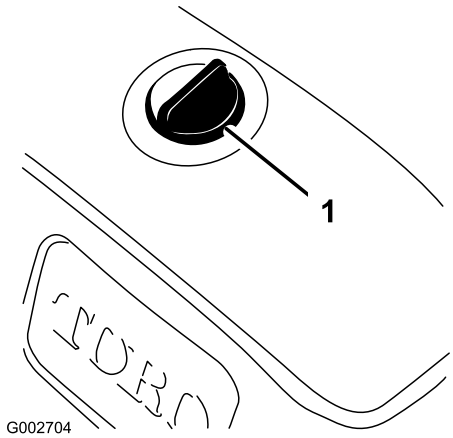

**Figuur 15**
1. Reinig de omgeving van de dop van het reservoir voor de hydraulische vloeistof om te voorkomen dat er vuil in het reservoir komt (Figuur 15).